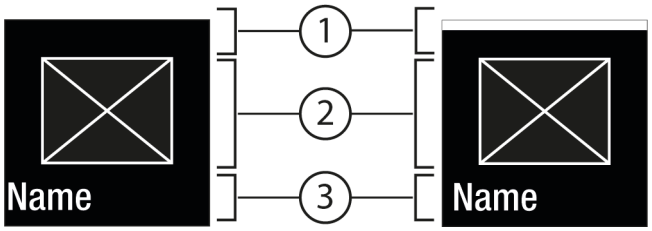
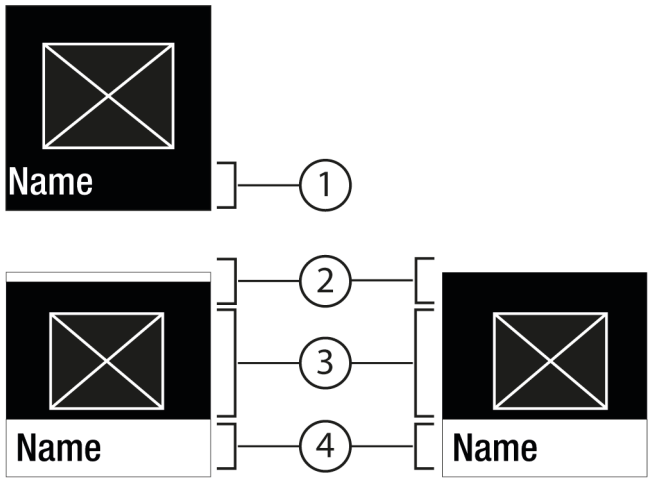

Fig. 6
Fig. 7
- Press Confirm *Fig. 5 (2)* to open the submenu *Fig. 7 (4)*.
- Set a new value: Press Confirm *Fig. 5 (2)* to select an active value *Fig. 6 (1)*.
- Back to the menu: Press Confirm *Fig. 5 (2)* to select the active value *Fig. 6 (2)*.
▷ Status: On *Fig. 6 (1)* appears briefly in the submenu *Fig. 7 (4)*.